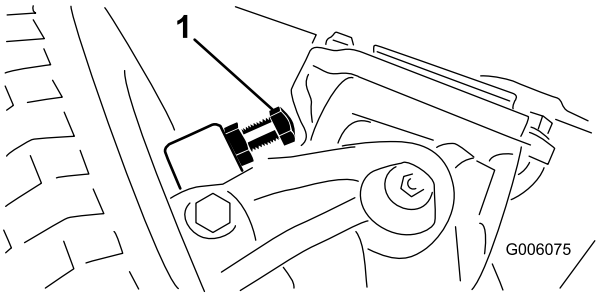

Figur 59
1. Skru boltene inn eller ut til klaring på 2,3 mm er oppnådd (Figur 59).